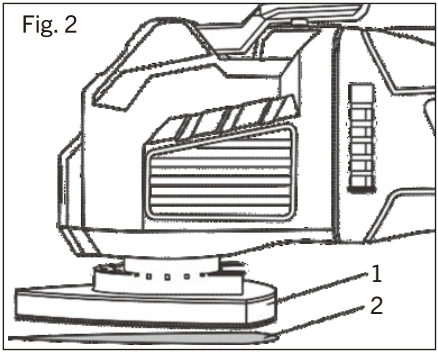

Fig. 2
1. Installez le crochet et le patin de ponçage en boucle (1) sur l'outil (Fig. 2).
2. Appuyez fermement le papier à poncer (2) sur le tampon auto-agrippant.